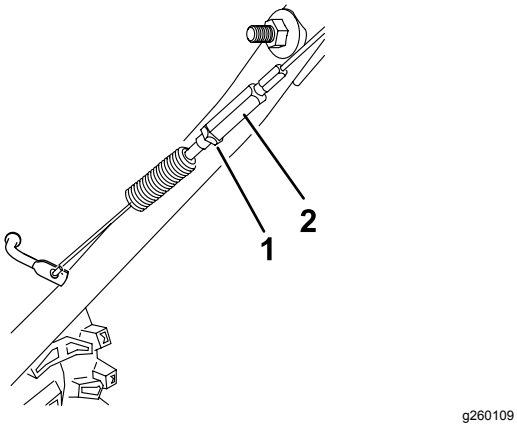

**Figur 37**
5. Løsn kontramøtrikken (Figur 37).
6. Løsn eller spænd den spændemøtrik, der justerer spændingen på kablet (Figur 37).